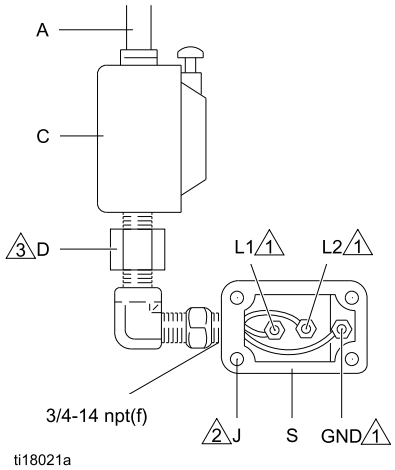

Figure 3 Branchez les câbles d'alimentation électrique
Un joint de conduite (D) est nécessaire à moins de 457 mm (18 po.) du moteur pour les États-Unis et le Canada. Consultez la Fig. 3.
2. Consultez la Fig. 3. Installez une commande marche/arrêt (C) sur la ligne de l'alimentation électrique (A) facilement accessible à partir de l'équipement. Cette commande de marche/arrêt doit être homologuée pour une utilisation en zone dangereuse.
3. Ouvrez le boîtier électrique (S) du moteur.
Remarques concernant la Fig. 3